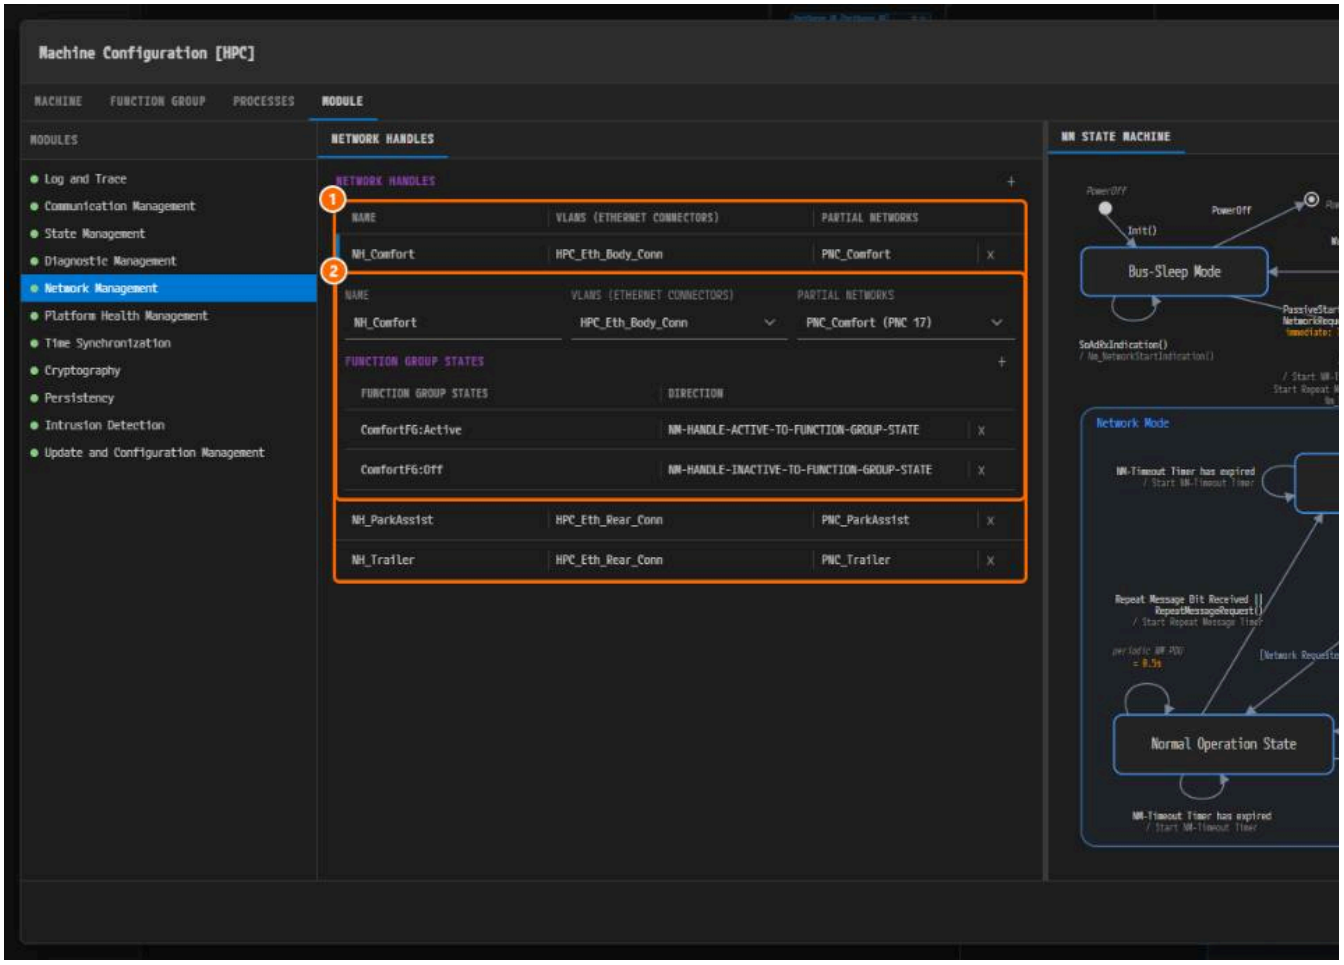

Figure 9-20. ① The three handles, ② the detail of `NH_Comfort`.
5. Expand `NH_Comfort` and compare with Figure 9-20. The row order and expanded rows may differ.